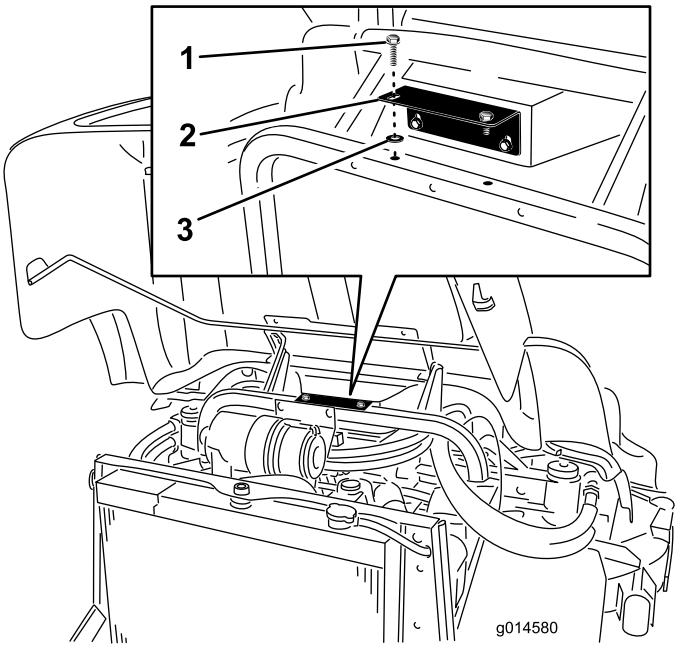

Bild 1
3. Entfernen Sie die zwei Bundkopfschrauben, mit denen die Stützhalterung des Ablagefachs am Rahmen befestigt ist (Bild 1).